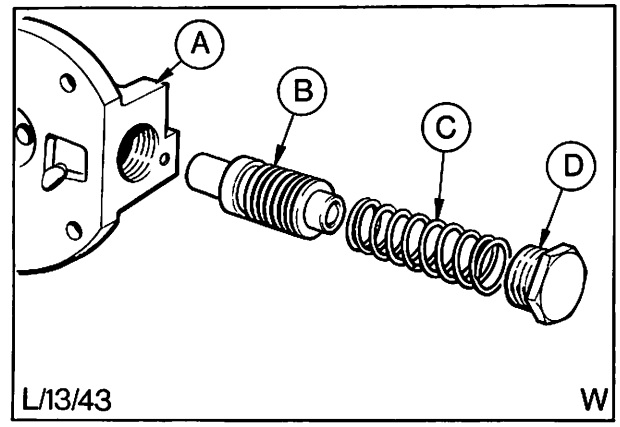

Abb. 69 Pumpenventil zerlegt
4. Ventildeckel abschrauben. Deckel, Feder und Ventil abbauen, Abb. 69.